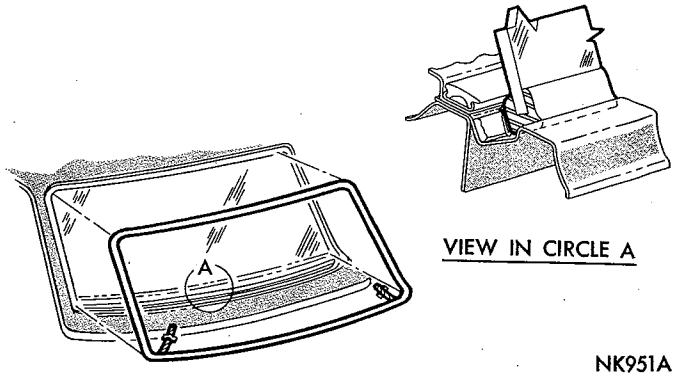

*Fig. 11—Windshield Installation (Fury)*
(1) Apply sealer on each lip of windshield glass groove in weatherstrip and position glass in weatherstrip.
(2) Insert twine, starting at top center of weatherstrip, into fence groove portion of weatherstrip, across top and down both sides (Fig. 11).
(3) With an assistant position glass and weatherstrip on windshield opening.
(4) With pressure being applied against glass from outside, enter car and starting at one lower corner alternately pull ends of twine half way up sides, seating weatherstrip on fence.
(5) Applying constant hand pressure to glass sides, seat balance of weatherstrip on fence.
(6) Pressurize weatherstrip to seal with hand pressure to insure proper seating in opening.
(7) Remove all excess sealers and cements from glass.